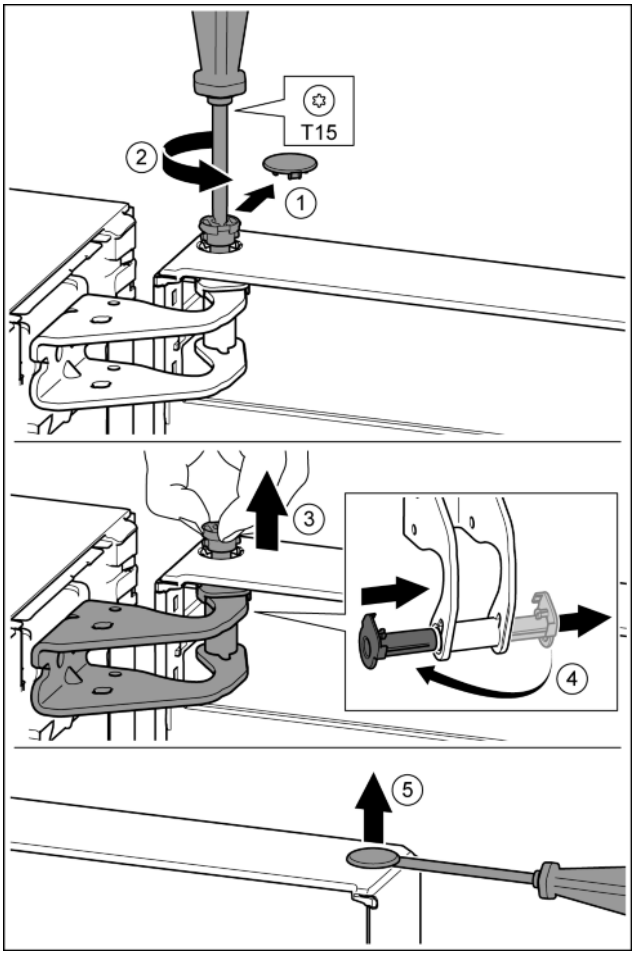

Fig. 10
▶ Veiligheidsafdekking voorzichtig eraf trekken. *Fig. 10 (1)*
▶ Bout met schroevendraaier T15 een stukje eruit draaien. *Fig. 10 (2)*
▶ De deur vasthouden en de bout met de vingers eruit trekken. *Fig. 10 (3)*
▶ Lagerbussen uit de geleiding trekken. Op de andere kant aanbrengen en vastklikken. *Fig. 10 (4)*
▶ Stop voorzichtig met een sleufschroevendraaier uit de lagerbus van de deur optillen en eruit trekken. *Fig. 10 (5)*